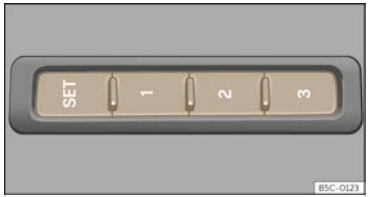

Fig. 99 On the outer side of the driver's seat: memory buttons.
- Press SET for longer than 1 second >>> Fig. 99.